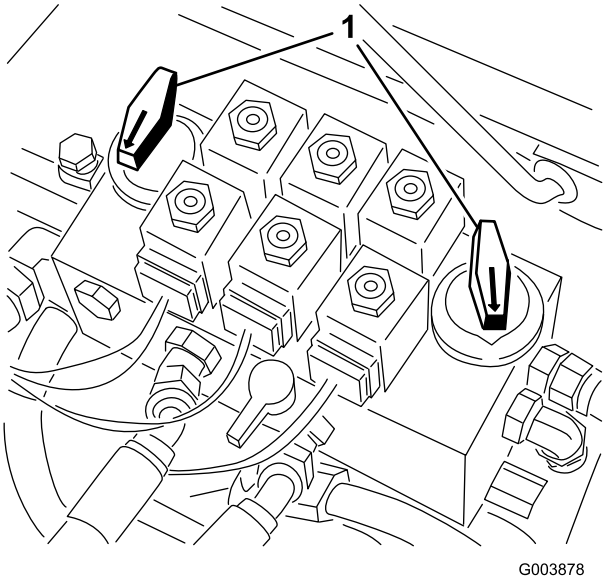

**Figuur 33**
4. Om het toerental in te stellen, draait u aan de knoppen (Figuur 33) tot de wijzer de gewenste instelling aangeeft.